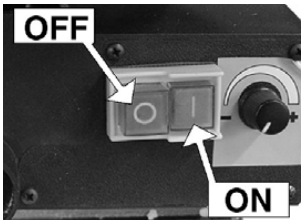

Fig. 18 : Boutons MARCHE/ARRÊT (ON/OFF)
8. Allumez la scie en appuyant sur le bouton MARCHE (ON) (figure 18).